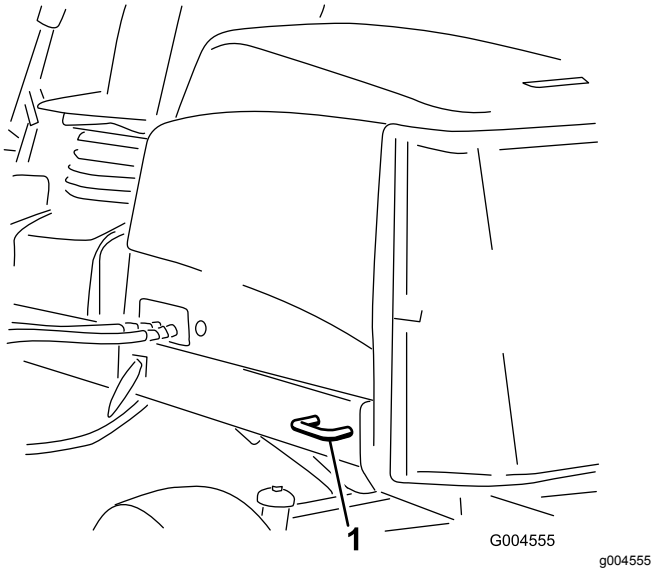

Figur 40
- Bag – på begge sider af maskinen på bagstellet (Figur 40).